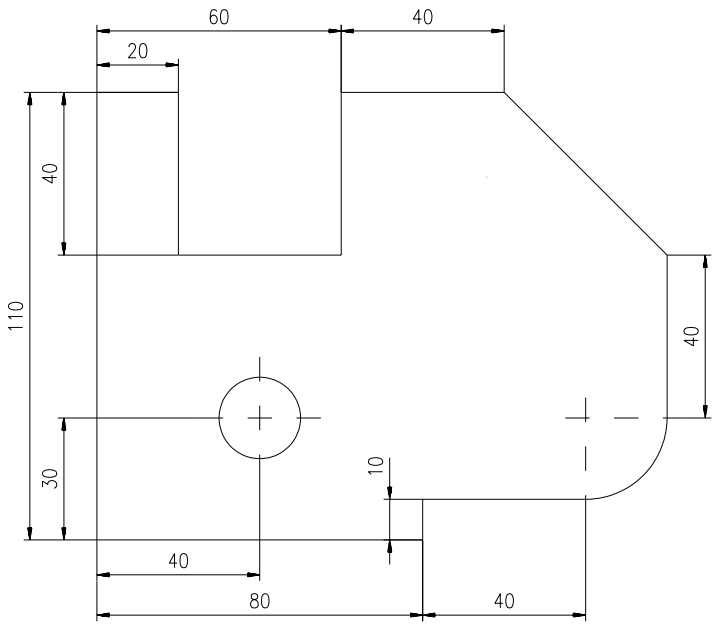

Fig. 5.29
5. Cotarea dimensiunilor liniare (fig. 5.29). De exemplu, pentru cotele din partea de jos a piesei, dialogul decurge astfel: